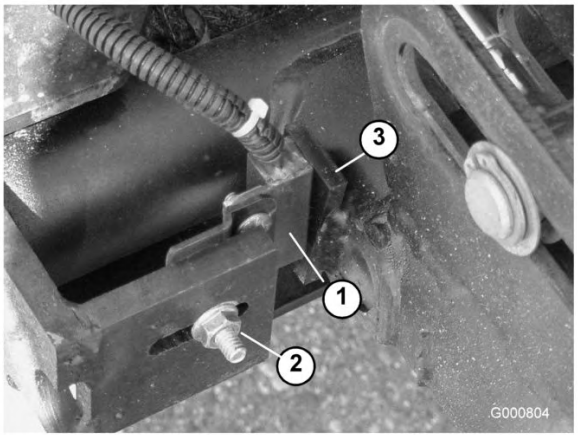

Figura 87
- Desaperte a porca do parafuso de carroçaria que está a fixar o suporte do interruptor do braço de elevação aos braços de elevação nºs 4, 6 ou 7 (Figura 87). Veja o nº 4 na figura.